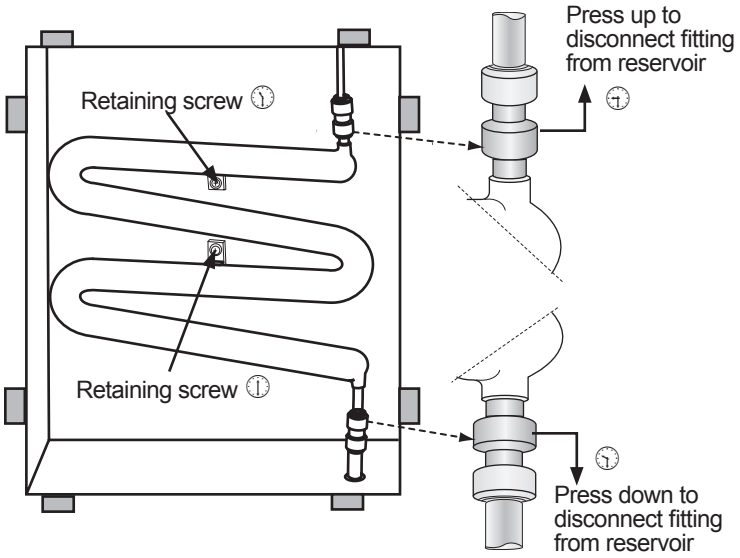

Figure. 11-9. —Reservoir fittings and retaining screws.
6. Disconnect the dispenser water line at the reservoir. See Figure 11-9 ①. Allow water to drain into the container (placed in step 4).
7. Disconnect the water fill line from the reservoir. See Figure 11-9 ③.
8. Remove the retaining screws, then pull the reservoir out of the cabinet recess. See Figure 11-9, ② and ②